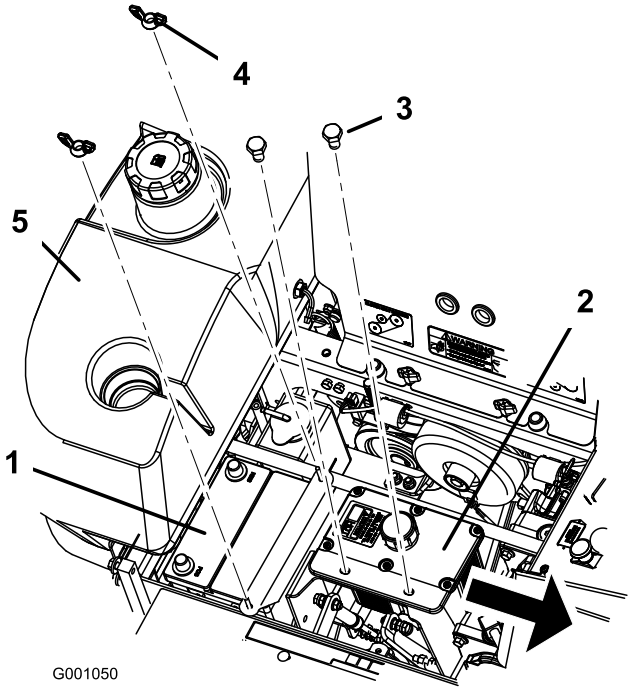

Figur 46
6. Ta bort de båda vingmuttrarna (1/4 tum) som håller fast batteriklämman (Figur 46).
7. Ta bort de två bultarna som håller fast hydraultanken i rätt läge (Figur 46).
1. Sätt i batteriet i lådan med anslutningspolerna mot hydraultanken (Figur 46).
6. Säkra batteriet med J-skruvar, en klämma, två brickor (1/4 tum) och två vingmuttrar (1/4 tum) (Figur 46).